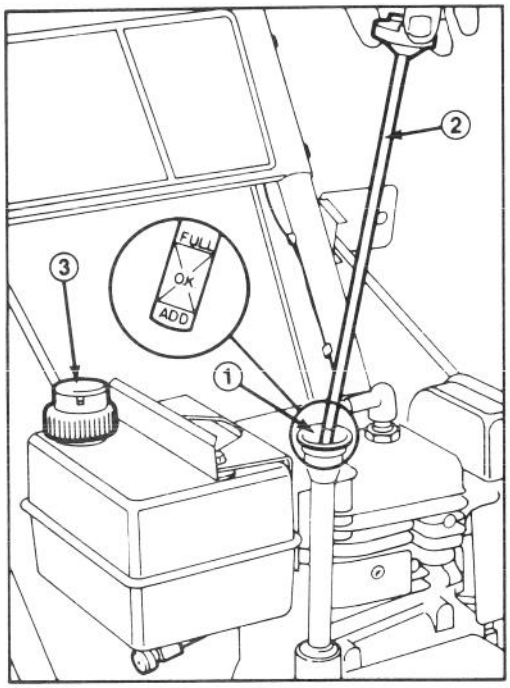

Abbildung 12
3. Den Ölmeßstab aus dem Kurbelgehäuse herausnehmen (Abb. 12).
4. Langsam 0,62 Liter SAE 5W30 oder SAE 10 Öl in die Einfüllöffnung gießen (Abb. 12). Für den Motor ist ausschließlich hochwertiges HD-Öl der API Klasse SC, SD, oder SE zu benutzen.
1. Um den Tankdeckel herum reinigen. Den Deckel abnehmen und den Tank bis ca. 13 mm von der Oberkante mit Benzin füllen. Den Tank wieder verschließen (Abb. 12).